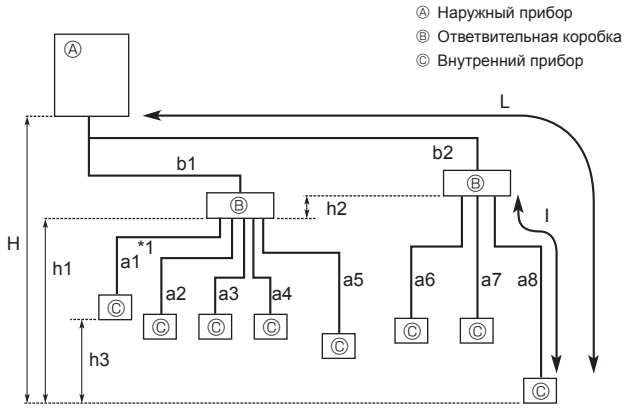

Fig. 5-1
5.2. Длина труб и разность высот (Fig. 5-1)